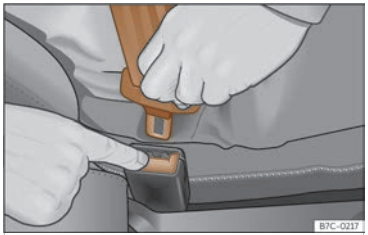

**Fig. 23** Release the seat belt's latch plate.
- Press the red button on the buckle ››› **Fig. 23**. The latch plate is released from the buckle.